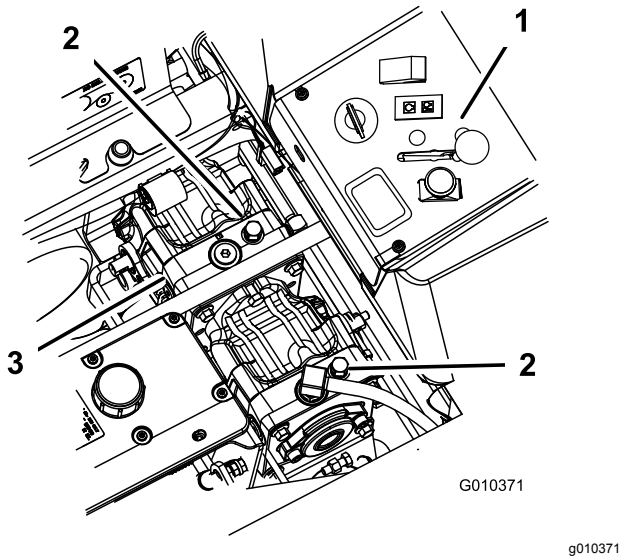

**Figuur 42**
3. Draai de omloopkleppen een slag naar links om de machine te duwen (Figuur 42).
Draai de omloopkleppen 1 slag naar rechts om de machine in bedrijf te stellen (Figuur 42).